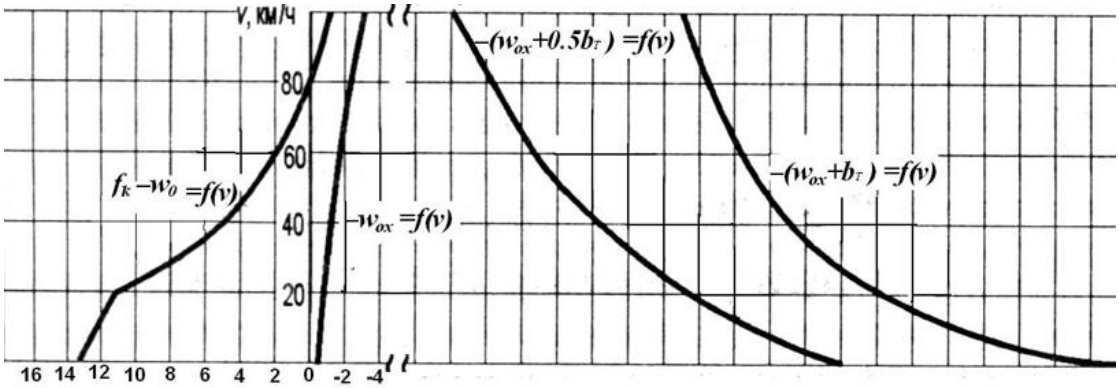

Рис. 3
3. Какой режим движения надо применить для поддержания постоянной скорости 40 км/час на уклоне i = 2 ‰ (рис. 3)?